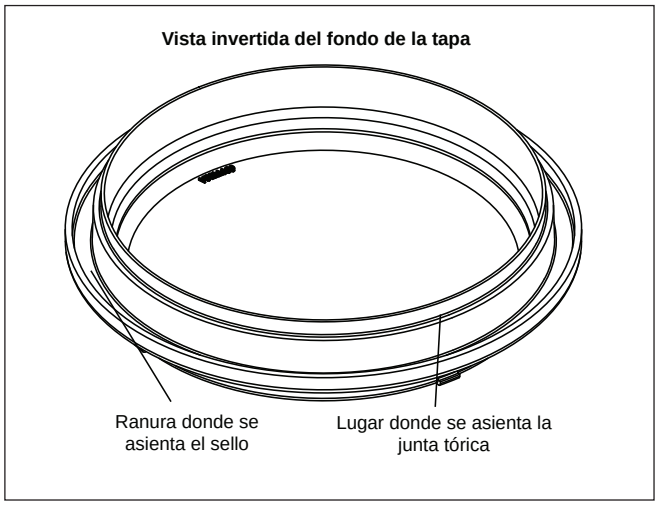

Figura 11. Colocación de la junta tórica azul para prueba de presión
2. Coloque la junta tórica azul en el espacio situado ¼" (6 mm) de la parte inferior de la tapa. Véase Figura 11.
NOTA La junta tórica azul se encuentra aproximadamente a ¼" (6 mm) de distancia de la junta. Véase Figura 11.